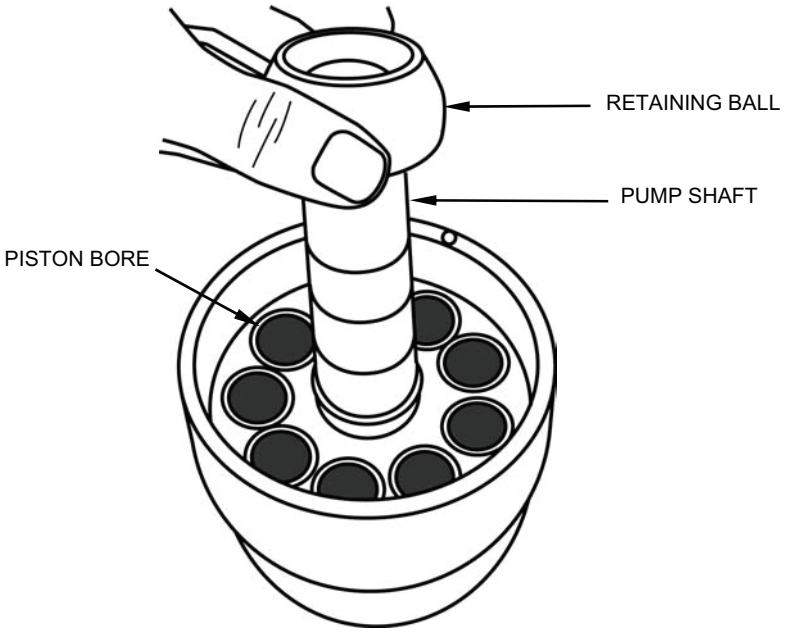

Figure 27. Removing Retaining Ball from Pump Shaft.
p. Lift the retaining ball off the pump shaft (see Figure 27).